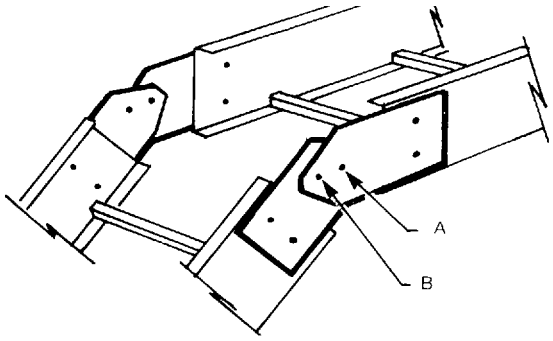

Figure 4.14A
4.3.3 Vertical Adjustable Splice Plates (See Figures 4.14A and 4.14B.)
c. Drill to complete hole (B). Figure 4.14A only.